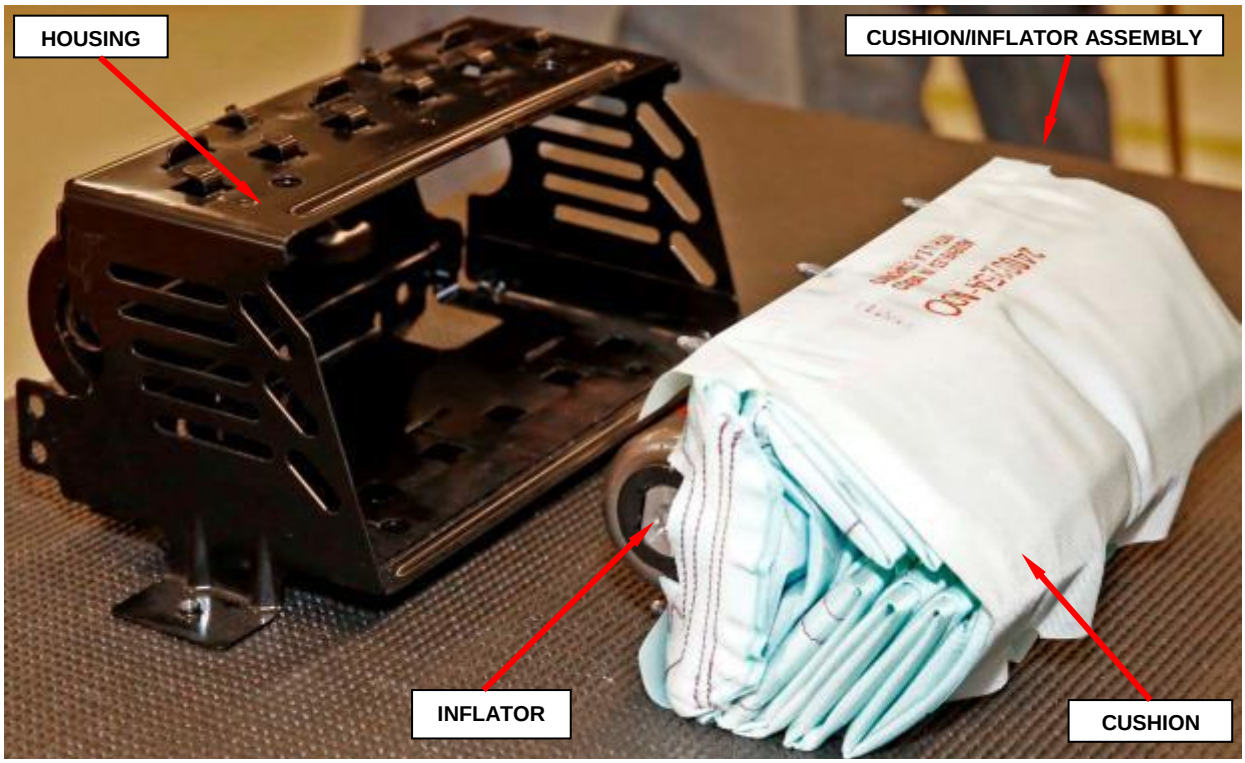

Figure 34 – Cushion/Inflator Assembly
e. Remove the cushion/inflator assembly from the housing (Figure 34).